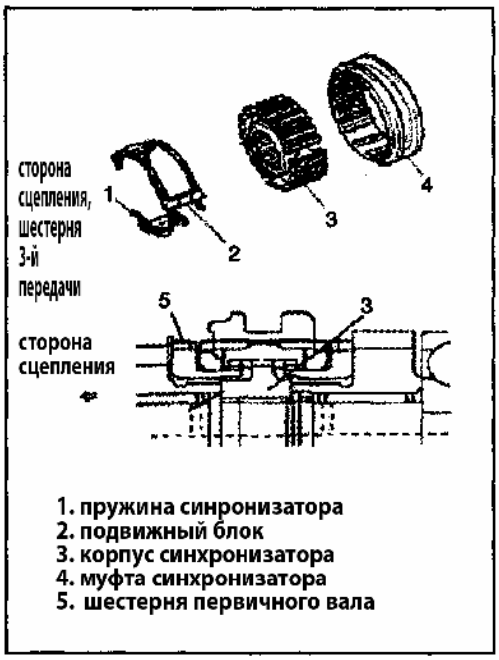

Рис. 371
4) Установите синхронизатор на втулку, вставьте подвижный блок и зафиксируйте пружиной как показано на рисунке (Рис. 371).